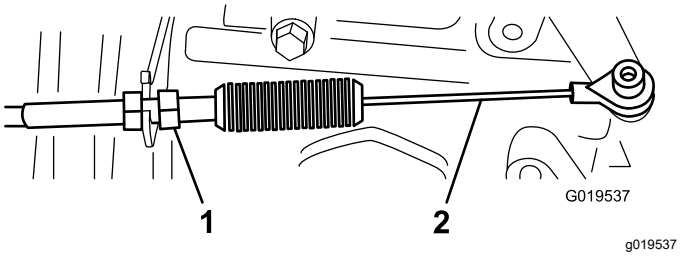
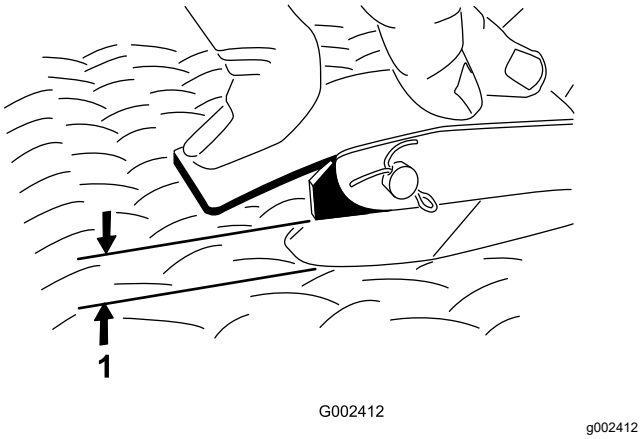

Figur 66
Figur 67
2. Justera kulleden på gasvajern (Figur 66) så att spelet blir 2,54–6,35 mm mellan gaspedalarmen och den översta delen av den diamantformade golvplattan (Figur 67) när en kraft motsvarande 11,3 kg appliceras mitt på pedalen.
3. Dra åt låsmuttern (Figur 66).